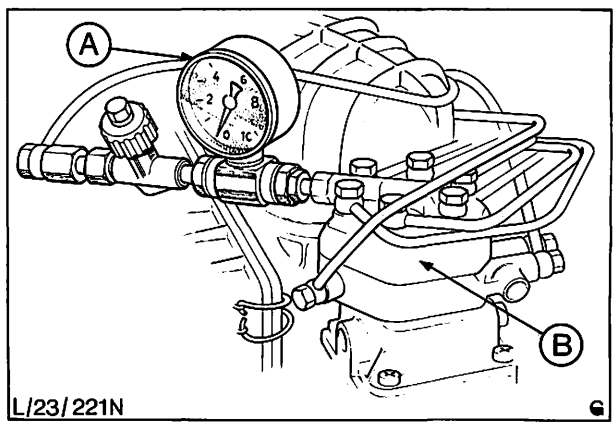

Abb. 69 Druckprüfgerät an Zufuhrleitung – Warmlaufregler angeschlossen
3. Druckprüfgerät 23-011 mit Zusatzstücken 23-011-01 an die Warmlaufregler-Zufuhrleitung anschließen, Abb. 69.